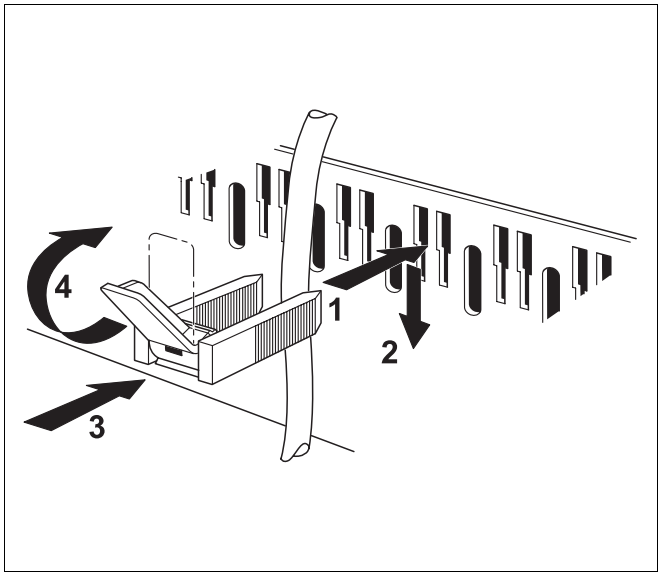

Рис. 29 Крепление провода хомутом
- Вставить хомут со вложенным в него проводом так, как показано на рис. 29, сверху в вырезы рамки (рис. 29, **шаг 1**).
- Сдвинуть хомут вниз (рис. 29, **шаг 2**).
- Нажать на хомут (рис. 29, **шаг 3**).
- Повернуть рычажок вверх (рис. 29, **шаг 4**).